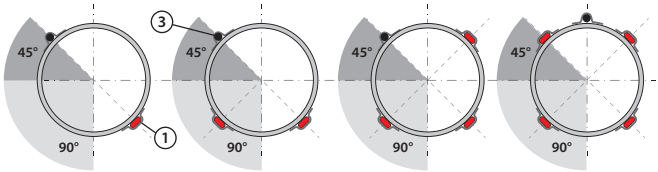

Fig. 2
5. Las líneas rectas y el sensor deben instalarse como se muestra en la Fig. 2. Se instalan líneas torcidas, tal y como se muestra, aprox. a cada metro de tubería con cinta de aluminio.